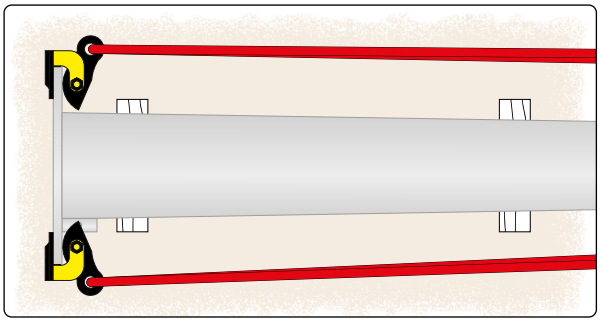

Figura 18 Inserimento del carico tramite la piastra flangiata (vista dall'alto): Impiego di pinze di sollevamento per lamiere con molla di sicurezza
3. Applicare alla piastra flangiata pinze di sollevamento orizzontali per lamiere (dotate di molla di sicurezza contro lo sgancio accidentale); attenersi alle prescrizioni del costruttore (ad es. impiego in coppia, corretto posizionamento rispetto al baricentro, ecc.) (vedere Figura 18).
4. Collegare le pinze di sollevamento alla fune di guida e alla fune di sicurezza tramite il mezzo di sollevamento (vedere Figura 18).